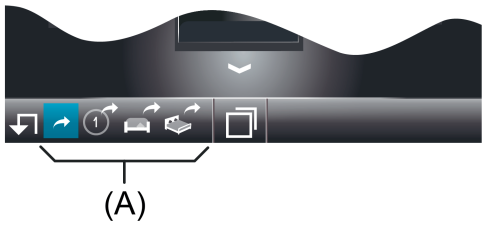

Bild 18: Beispiel von Quicklinks
In der Fußzeile des Anzeigebildschirms können Quicklinks in der Quicklink-Leiste (A) angezeigt werden (Bild 18). Quicklinks sind Bedienelemente mit Symbolanzeige, die einen internen Seitenaufruf ermöglichen. Quicklinks sind stets sichtbar und folglich auf jeder Anzeigeseite verfügbar. Bis zu vier Quicklinks in der Quicklink-Leiste sind möglich.